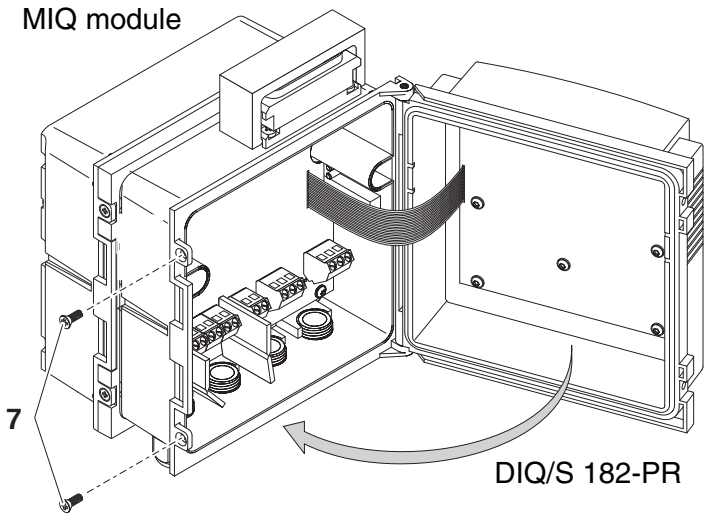

Fig. 3-5 Closing the enclosure (variant 1)
8	Close the lid of the Universal Transmitter and fix it with the two countersunk screws (pos. 7 in Fig. 3-5).